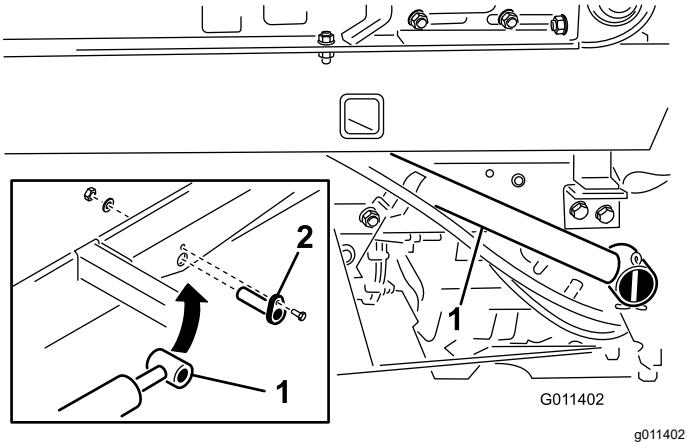

Figur 12
1. Fest stangenden til hver løftesylinder på overgjødslerens base med en sylinderbolt (Figur 12).
2. Fest hver sylinderbolt til overgjødslerens base med en hodeskrue (¼ x ¾ tomme), en flat skive og en mutter (Figur 12).